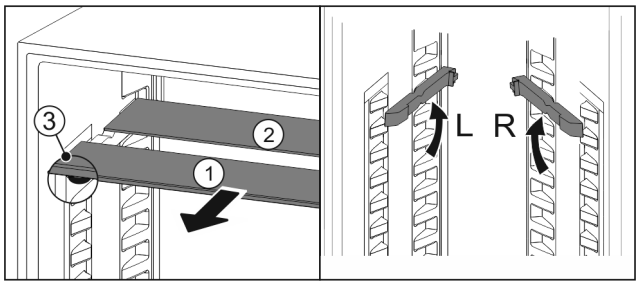

Fig. 159
▶ Pull the glass panels out *Fig. 159 (1)* from the front, one at a time.
▷ The glass panel *Fig. 159 (1)* and trim strip are at the front.
▷ The stops *Fig. 159 (3)* point down.